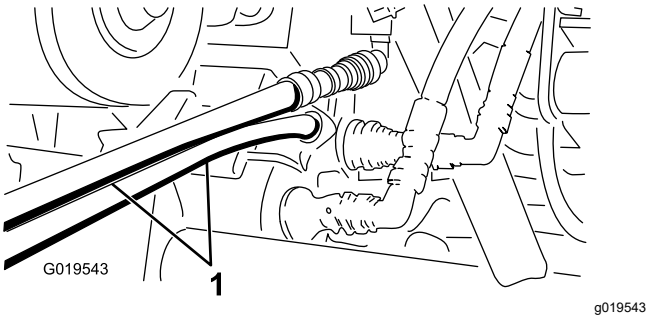

Figur 76
5. På den andre maskinen kobler du de to slangene til koblingen som fremdeles er i koblingsbraketten (koble den øverste slangen til den øverste koblingen og den nederste slangen til den nederste koblingen) (Figur 76).